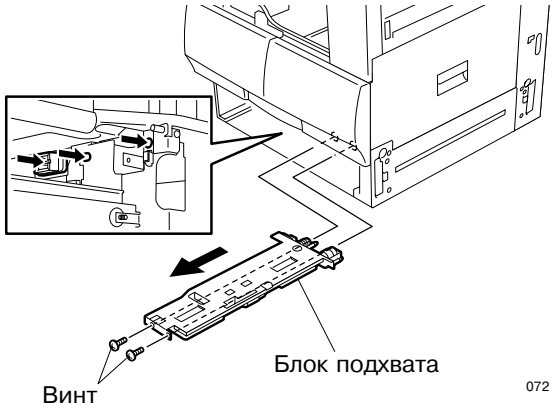

Рис. 9-7-4
5. Снимите блок подхвата. (См.Рис. 9-7-4)